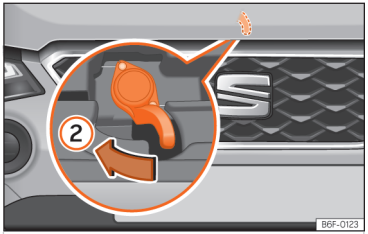

Abb. 178 Hebel unter der Motorraumklappe.
- Um die Frontklappe zu öffnen, drücken Sie den unterhalb der Frontklappe mittig vorgesehenen Hebel mit der Hand nach links ››› (Abb. 178) ②. Die Fanghaken werden entriegelt.